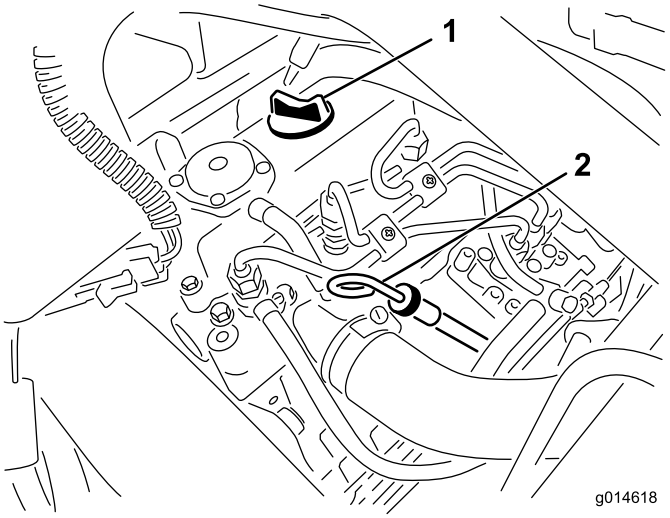

Figuur 25
2. Verwijder de peilstok en veeg deze af met een schone doek (Figuur 25). Steek de peilstok in de buis. Let erop dat de peilstok er volledig in schuift. Haal de peilstok uit de buis en controleer het oliepeil. Als het oliepeil te laag is, moet u de vuldop losmaken van het klepdeksel en **langzaam** voldoende olie bijvullen totdat het peil de vol-markering op de peilstok bereikt. Vul de olie langzaam bij en controleer daarbij veelvuldig het peil. **Niet te vol vullen**.